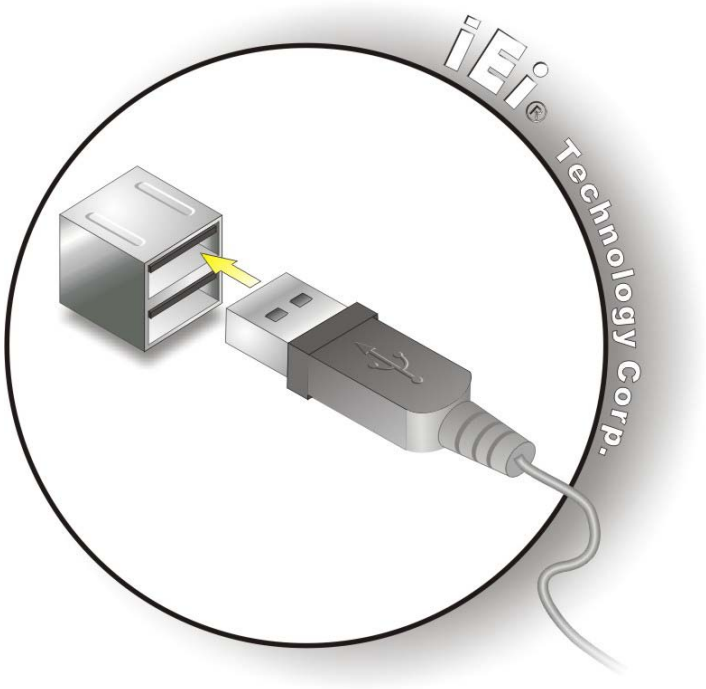

Figure 3-23: USB Device Connection
Step 2: **Align the connectors**. Align the USB device connector with one of the connectors. See **Figure 3-23**.